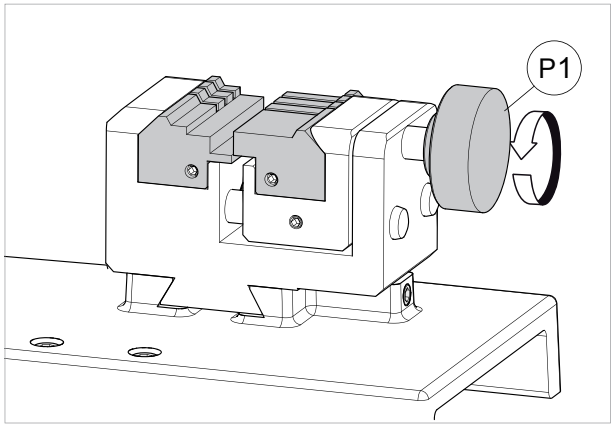

Fig. 29
2) Loosen the knob (P1) by a couple of turns (Fig. 29).